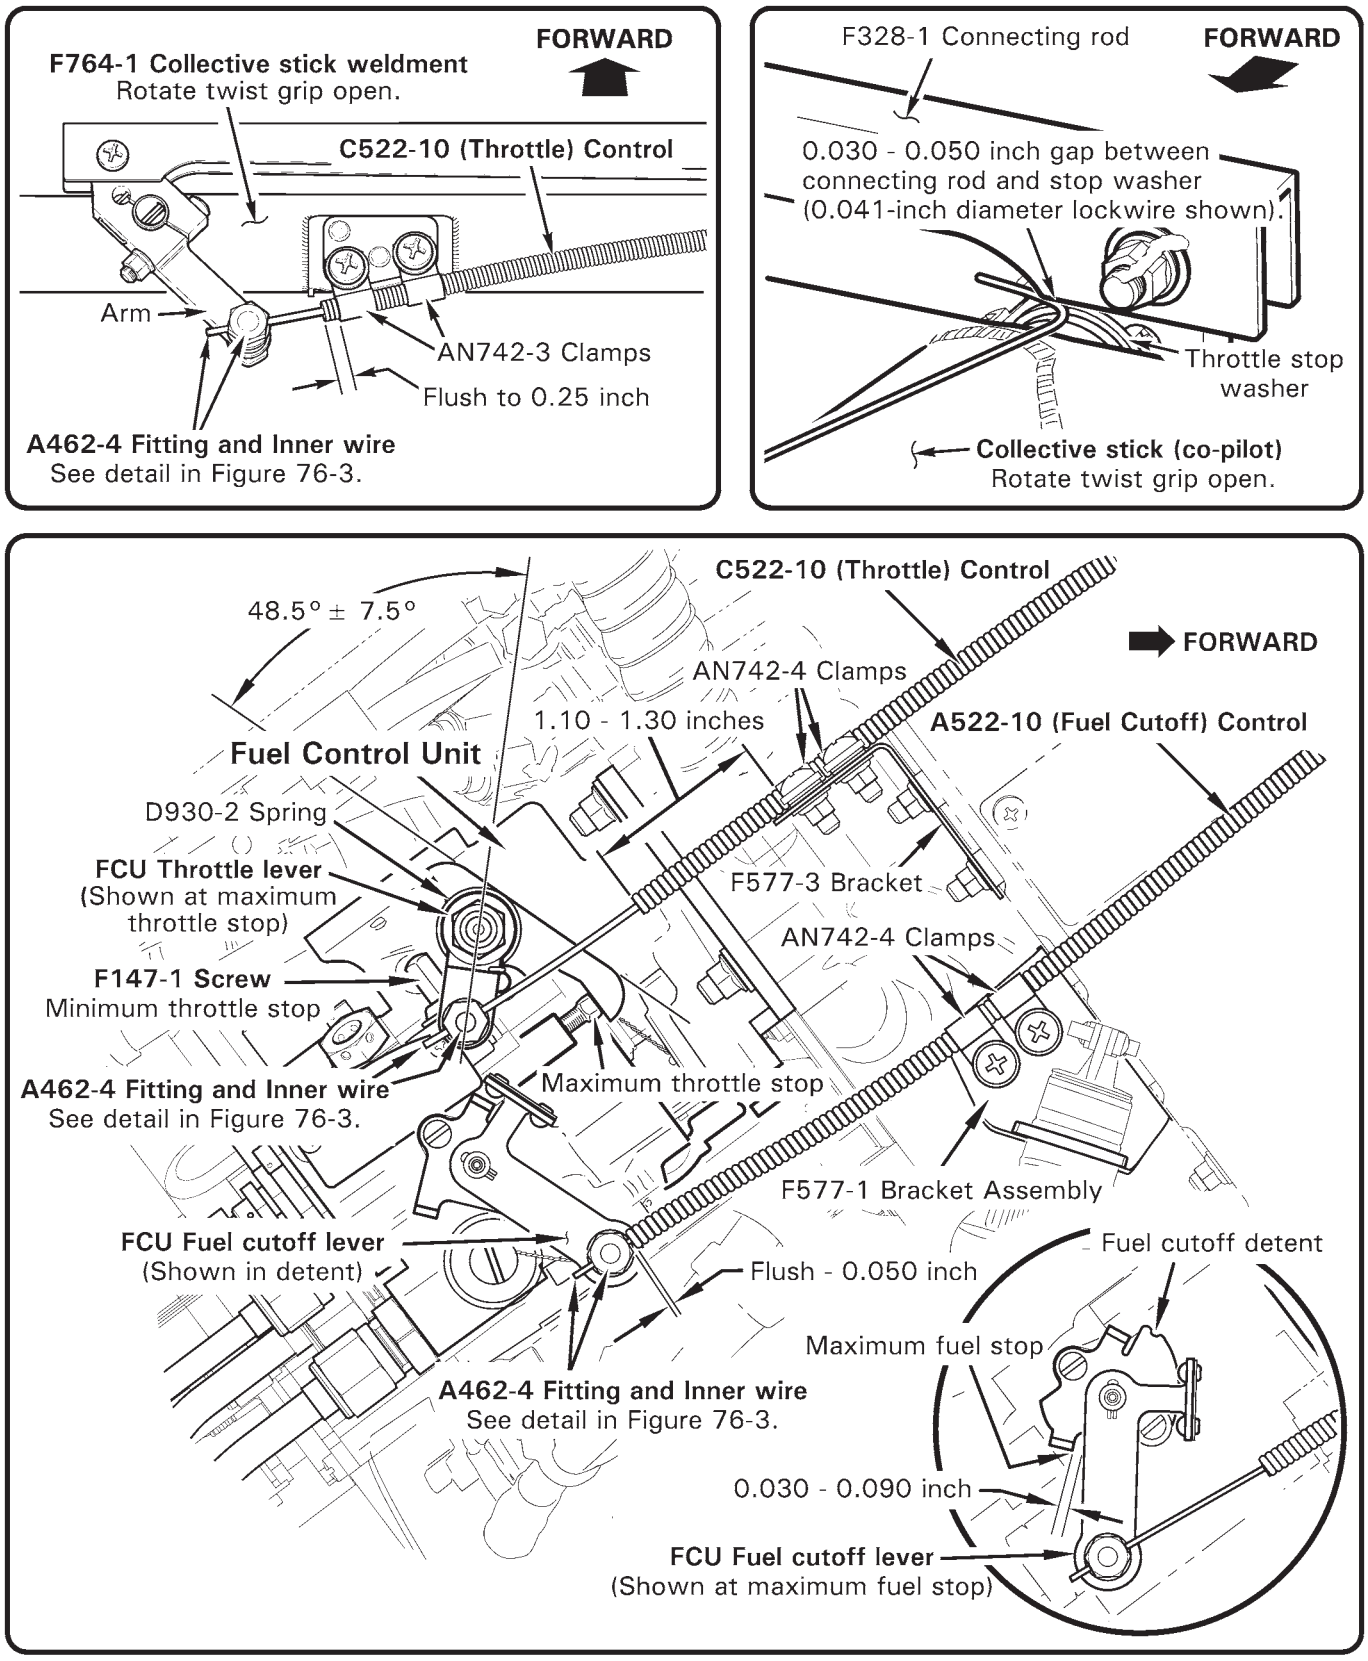

FIGURE 76-1 FUEL CONTROL UNIT
Refer to R66 Illustrated Parts Catalog (IPC) Figure 76-1.
2. Refer to Figure 76-1. Remove fasteners securing C522-10 throttle and A522-10 fuel cutoff control inner wires to FCU throttle and fuel cutoff levers.
2. Refer to Figure 76-1. Verify FCU throttle lever rigging angle is 48.5° ± 7.5°. As required, remove hardware securing serrated levers and reposition to proper angle. Install hardware, special torque nut per Section 20-33, & torque stripe per Figure 5-1.
2. Refer to Figure 76-1. Remove palnut and loosen nut securing A462-4 fitting and A522-10 (fuel cutoff) control inner wire to FCU fuel cutoff lever.